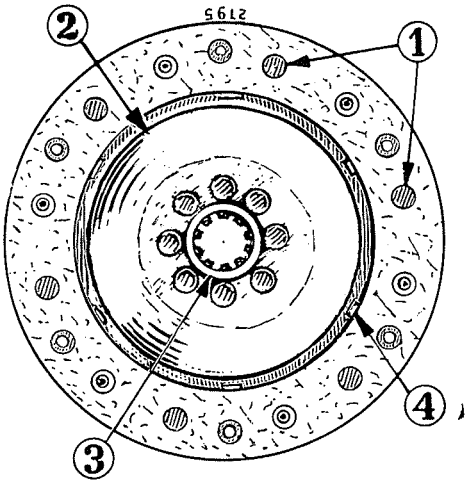

Bild 251
Die Mitnehmer der Blattfedern müssen dabei in die Aussparungen (4), Bild 251, der Kupplungsscheibe eingreifen. Den zweiten Belag mit sechs Aluminiumnieten (1) auf der Schwungradseite der Scheibe aufnieten.
Auf der Schwungradseite befindet sich das kurze Nabenende der Kupplungsscheiben (3), Bild 251.